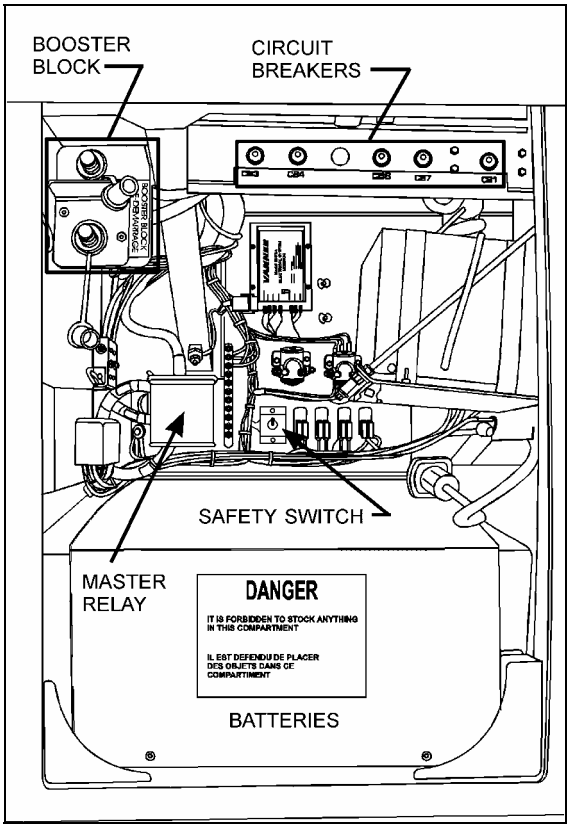
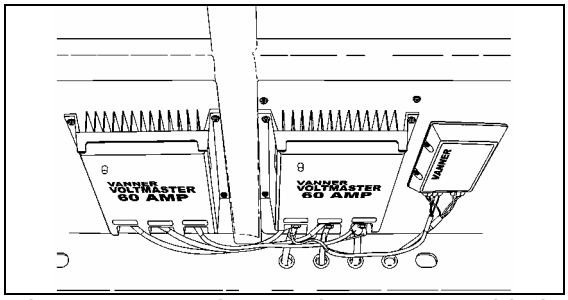

FIGURE 5: MAIN POWER COMPARTMENT (XL2-45) 06316
FIGURE 12: L.H. S IDE OF RE AR BAGGAGE COMPARTMENT'S CEILING 06326
On XL2-40 coaches, booster block is located in the engine compartment on the R.H. side and is accessible through engine R.H. side door. On XL2-45 coaches, booster block is located in the main power compartment (Fig. 5).
XL2-40 and XL2-45 coaches are equipped with eight (8) main breakers; they are installed just below R.H. side rear baggage compartment's ceiling or in the main power compartment and in the A/C junction box in the evaporator compartment, they can be identified as follows (Fig. 5, 6, 7and 8):
This compartment may contain the following components (Fig.12):
On XL2-40 coach, two (2) battery equalizers ("VANNER"-50 amps-12 & 24 volts) are installed just below L.H. side rear baggage compartment's ceiling. The r eset buttons are located on the end of equalizers facing the center of the coach (Fig. 12). On XL2-45 coach the battery equalizers are located in the main power compartment (Fig. 5).